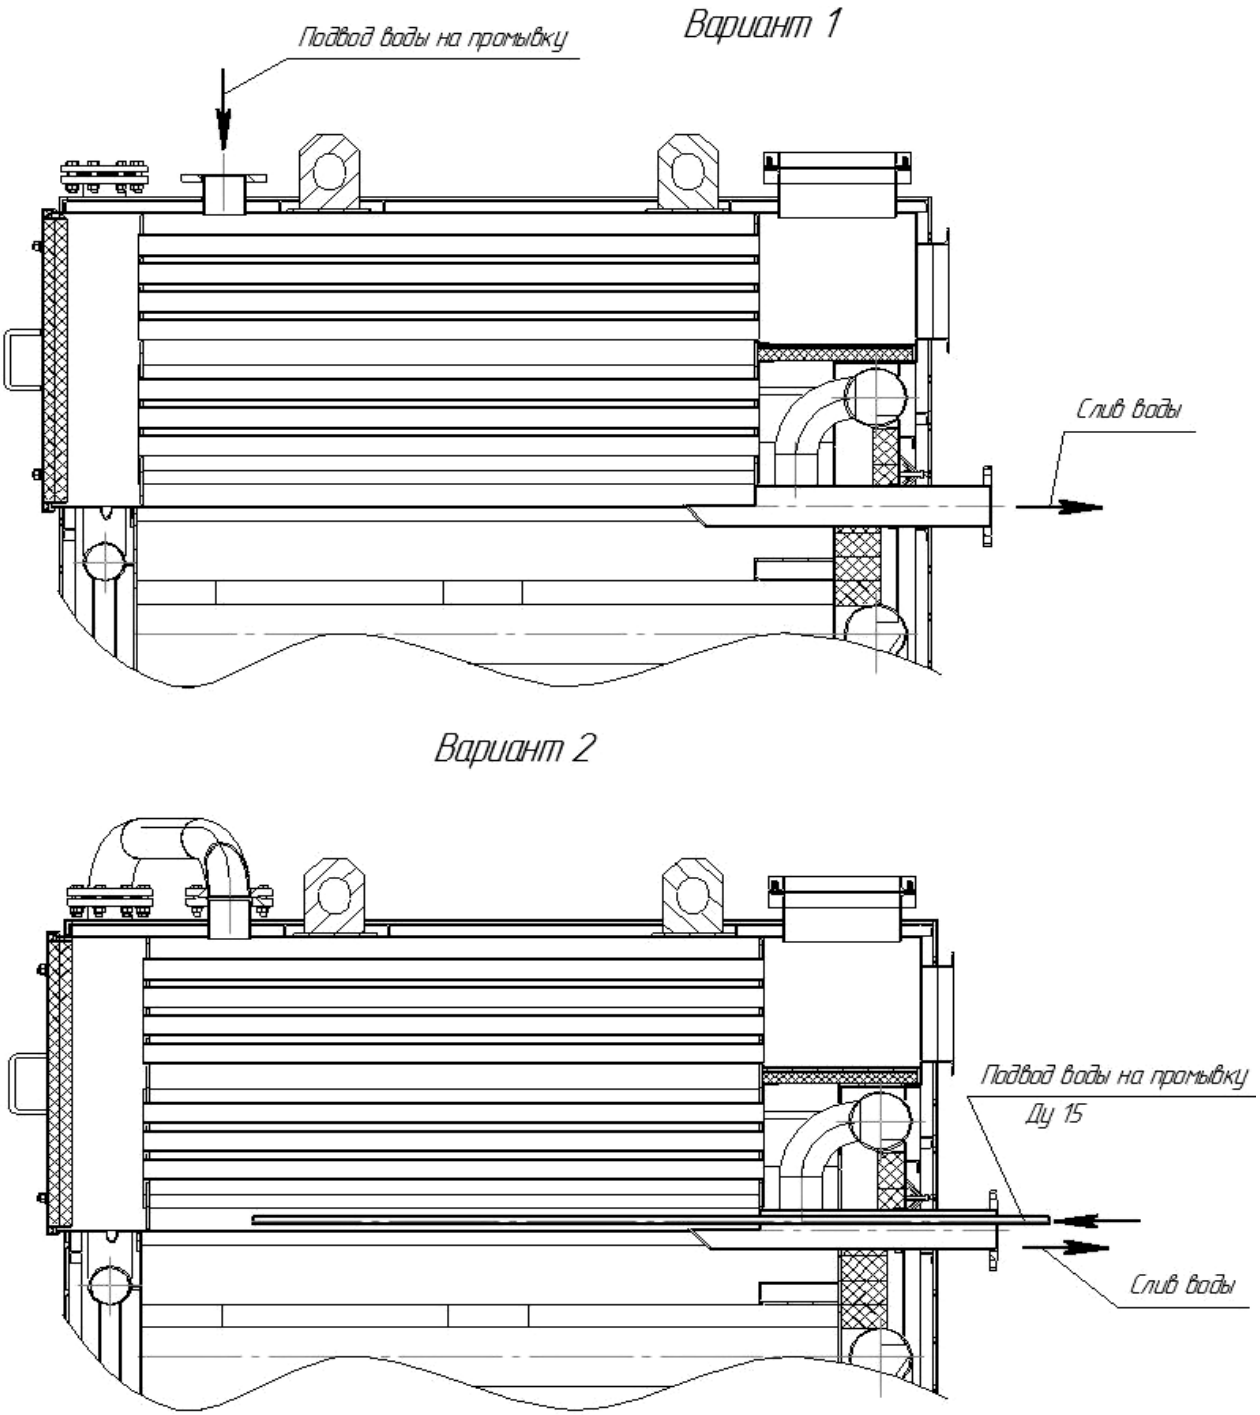

Рисунок 1. Варианты промывки конвективной части котла.
8.4 В конце каждого сезона обязательная промывка конвективной части котла от шлама. Промывка осуществляется одним из двух способов (Рис.1).